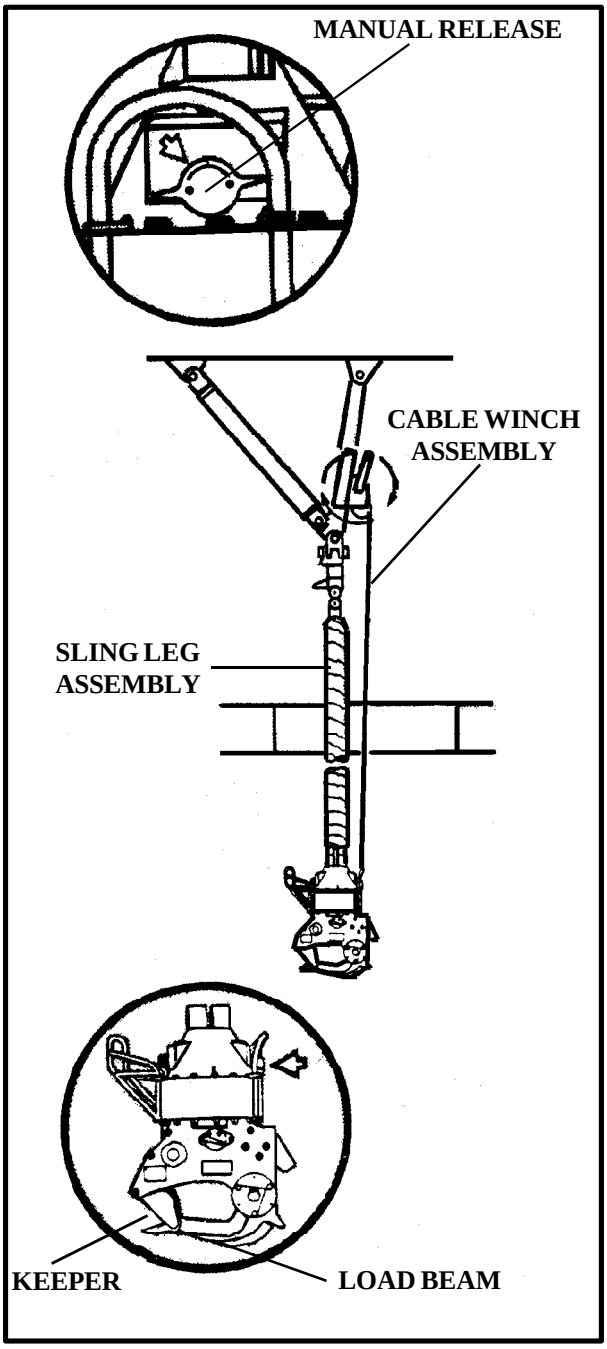

*Figure 2-19. H-53E Center Cargo Hook*
**(1)** The center cargo hook, suspended on the end of a pendant below the fuselage near the centerline, is used for single-point loads (Figure 2-19). Even though the hook capacity is greater, the aircraft maximum lift capacity is 32,000 pounds. The aircrew can open the cargo hook manually or electrically. A manual release knob